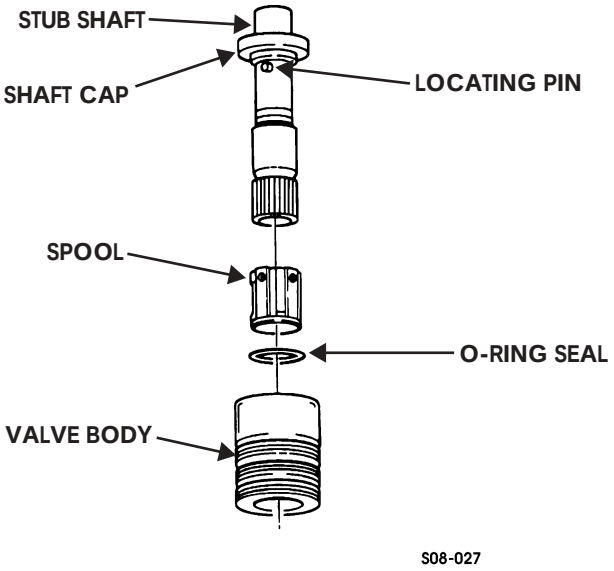

Figure 8-36: Stub Shaft
25. Tap splined end of stub shaft lightly on wood block until shaft cap is free of valve body (Figure 8-36).